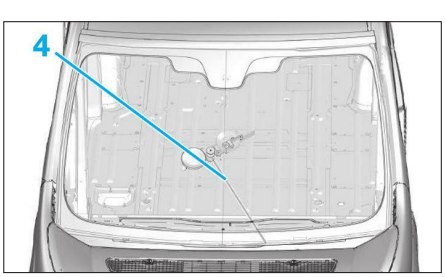

**FIG. 3**
• Passer le fil tranchant (4) à l'intérieur du véhicule **(Fig.3)**.